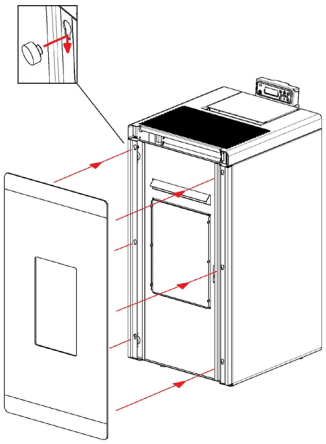

Fig. 33 - Das Glas positionieren
- Das Glas auf die Metalltür positionieren: Die Köpfe der Schrauben in den Öffnungen der Tür einhaken (siehe **Fig. 33 auf S. 21**).